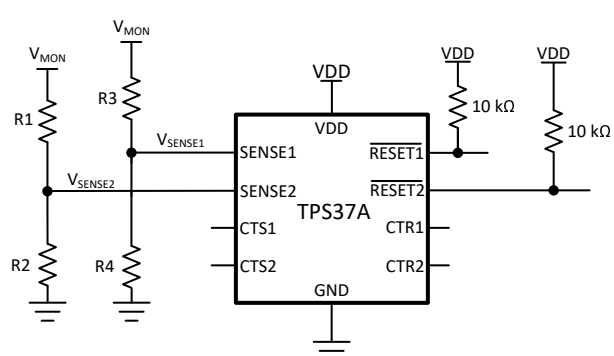

Figure 10-1. Adjustable Voltage Threshold with External Resistor Dividers
For example, consider a 12 V rail being monitored V_{MON} for undervoltage (UV) using channel 2 of the TPS37A010122DSKR variant. Using Equation 7 and shown in Figure 10-1, R_1 is the top resistor of the resistor divider that is between V_{MON} and V_{SENSE2}, R_2 is the bottom resistor that is between V_{SENSE2} and GND, V_{MON} is the voltage rail that is being monitored and V_{SENSE2} is the input threshold voltage. The monitored UV threshold, denoted as V_{MON-}, where the device will assert a reset signal occurs when $V_{SENSE2} = V_{IT-(UV)}$ or, for this example, V_{MON-} = 10.8V which is 90% from 12 V. Using Equation 7 and assuming R_2 = 10kΩ, R_1 can be calculated shown in Equation 8 where I_{R1} is represented in Equation 9: